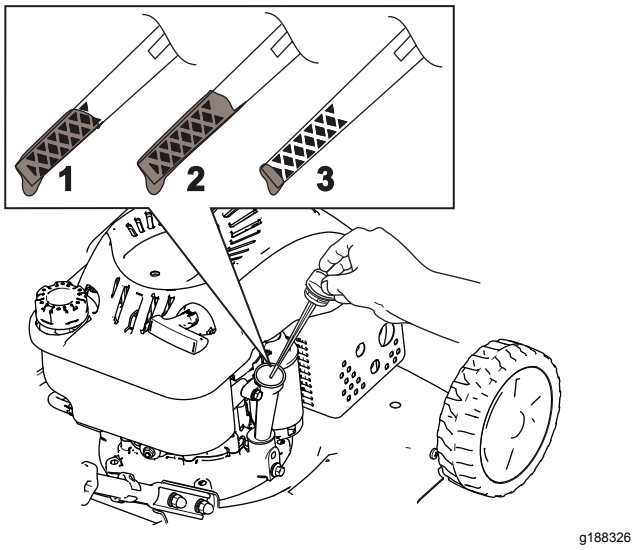

Figur 11
2. Fjern peilestaven ved å vri lokket mot venstre og trekke den ut (Figur 11).
5. Les av oljenivået på peilestaven (Figur 11).